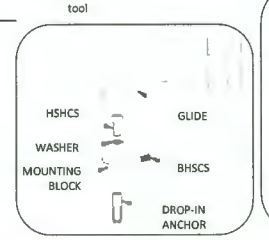

Fig. 1.1
5. Set mounting block over drop-in anchor. Install washer and socket head cap screw as shown in Fig. 1.1. Tighten to 55-60 ft-lbs.